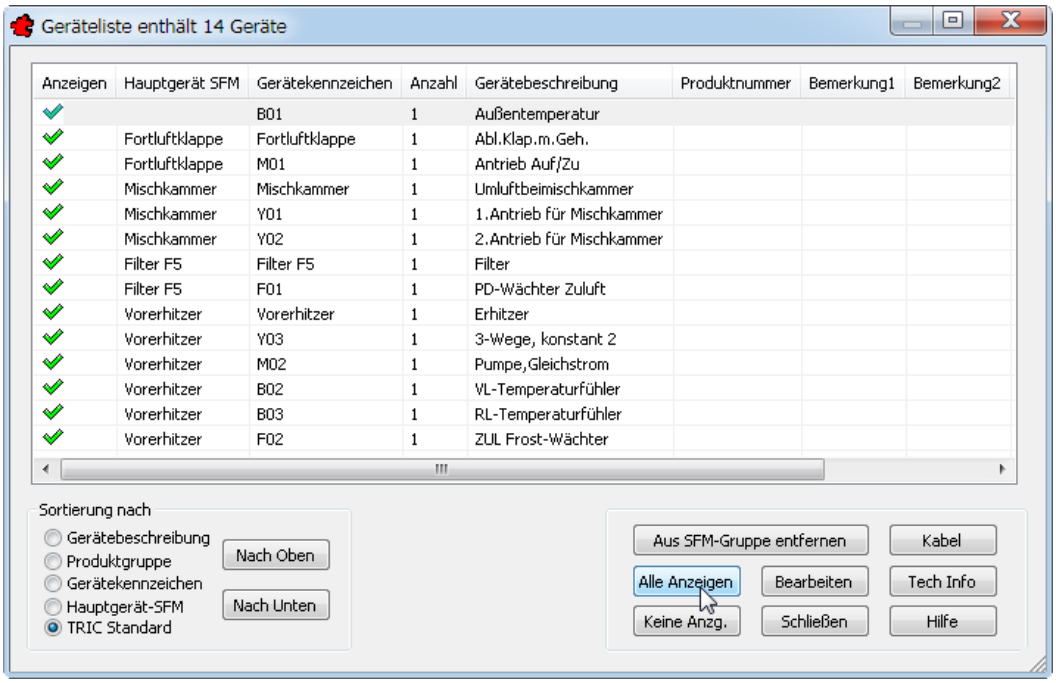

Bild 28.19 – Editieren der Geräteanzeige in der Teilanlage
- Hierzu rufen Sie *TRIC, Funktionsliste Editieren, Infopunkt zuordnen über Liste* auf. Klicken Sie zunächst auf *Alle Anzeigen*. Damit erhalten alle Geräte in der Spalte *Anzeigen* ein grünes Häkchen (Abb. 28.19).